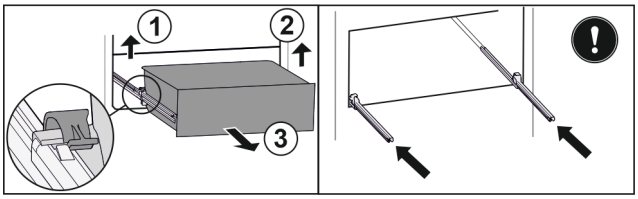

Fig. 192
▶ Lift left clamp and simultaneously pull drawer forwards on the left. *Fig. 192 (1)*
▶ Lift right clamp and simultaneously pull drawer forwards on the right. *Fig. 192 (2)*
▶ Remove drawer to the front. *Fig. 192 (3)*